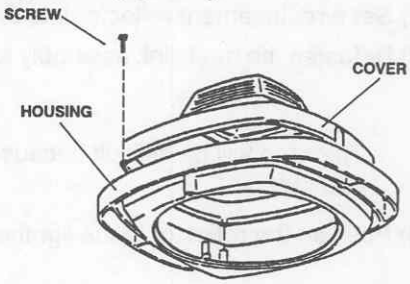

Figure 3-33. Lighthead cover.
(6) Remove the four pointed star screws fastening the housing cover (fig 3-33).